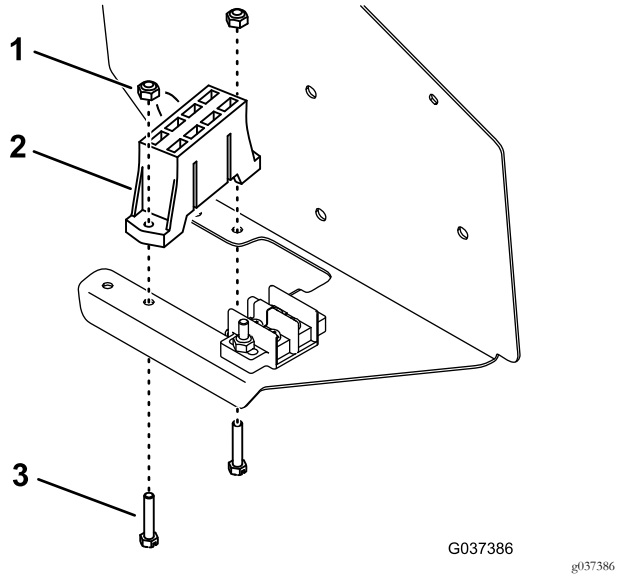

Figur 9
5. Montera säkringsblocket längst ned på kontrollpanelen, bredvid det befintliga säkringsblocket, med två skruvar och två låsmuttrar (Figur 9).
Obs: Montera skruvarna från undersidan av panelen enligt Figur 9.